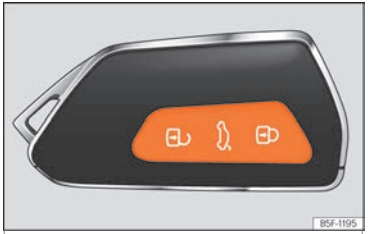

Abb. 85 Funkschlüssel: Tasten.
- Verriegeln: drücken Sie die Taste ››› **Abb. 85**.